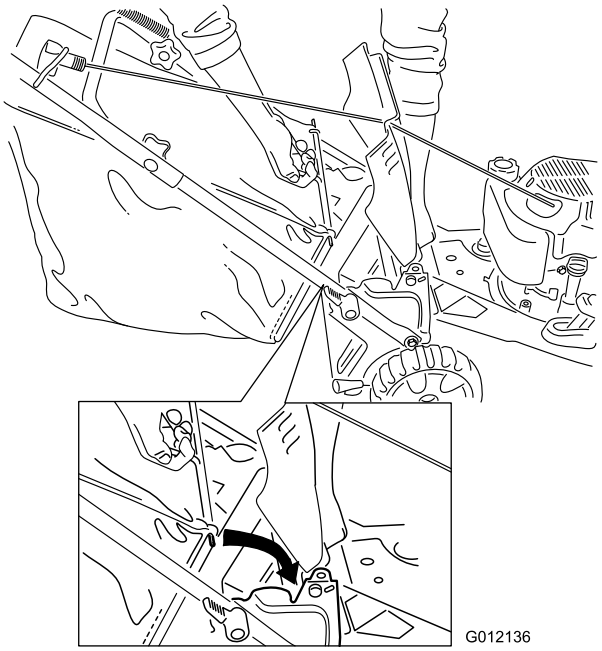

Figura 17
2. Mantenete sollevato lo sportello posteriore, agganciate il cesto di raccolta nelle apposite tacche e abbassate lo sportello posteriore (Figura 17).